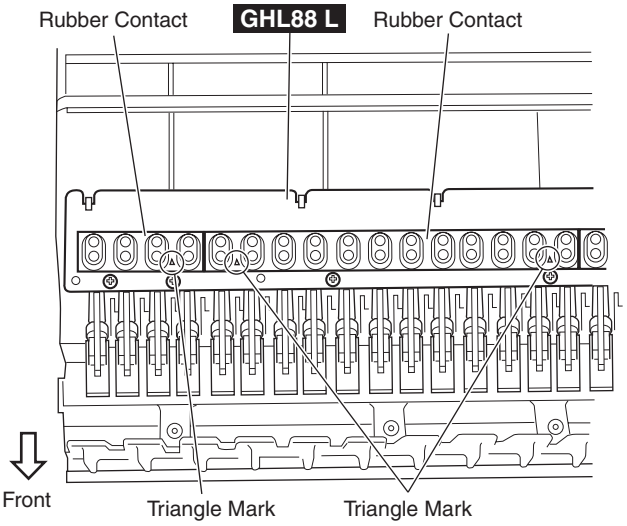

Fig.16
*Note: **A triangle mark (△) on the rubber contact must face the front. (Fig.16)***